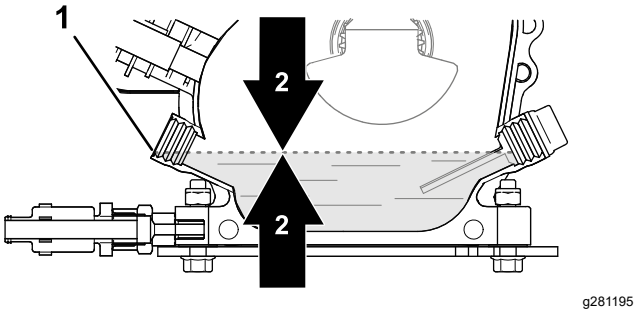

Figur 29
4. Kontroller oliestanden (Figur 29).